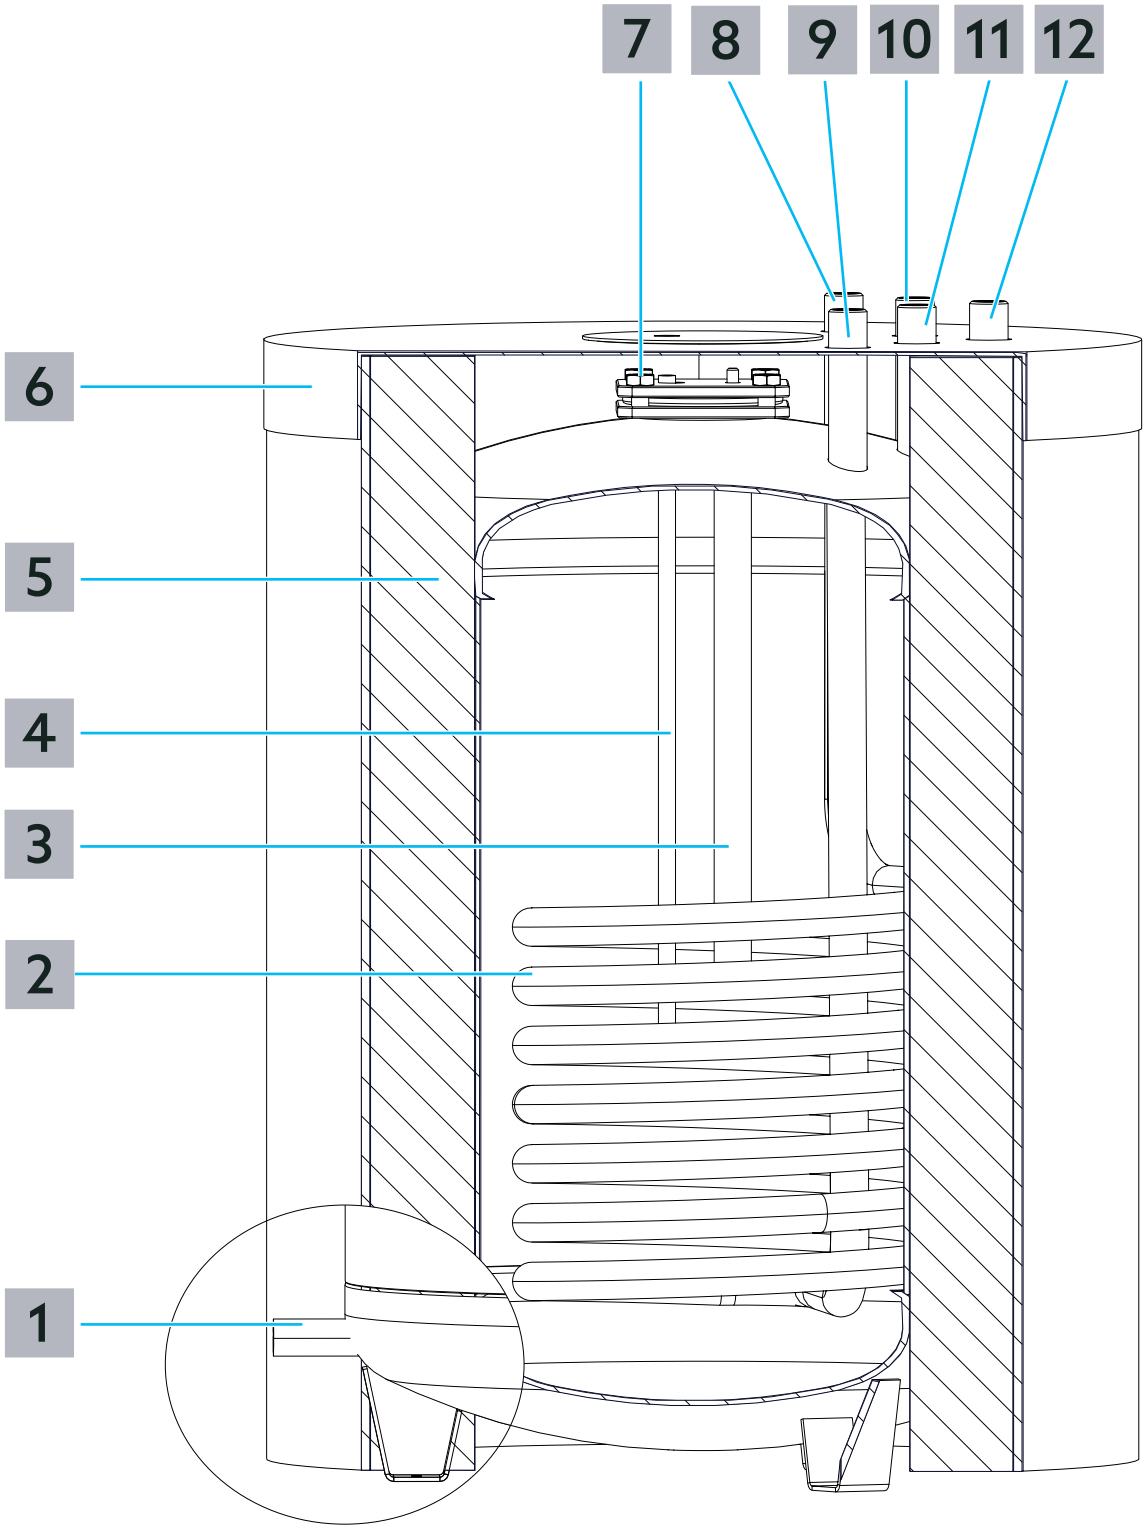
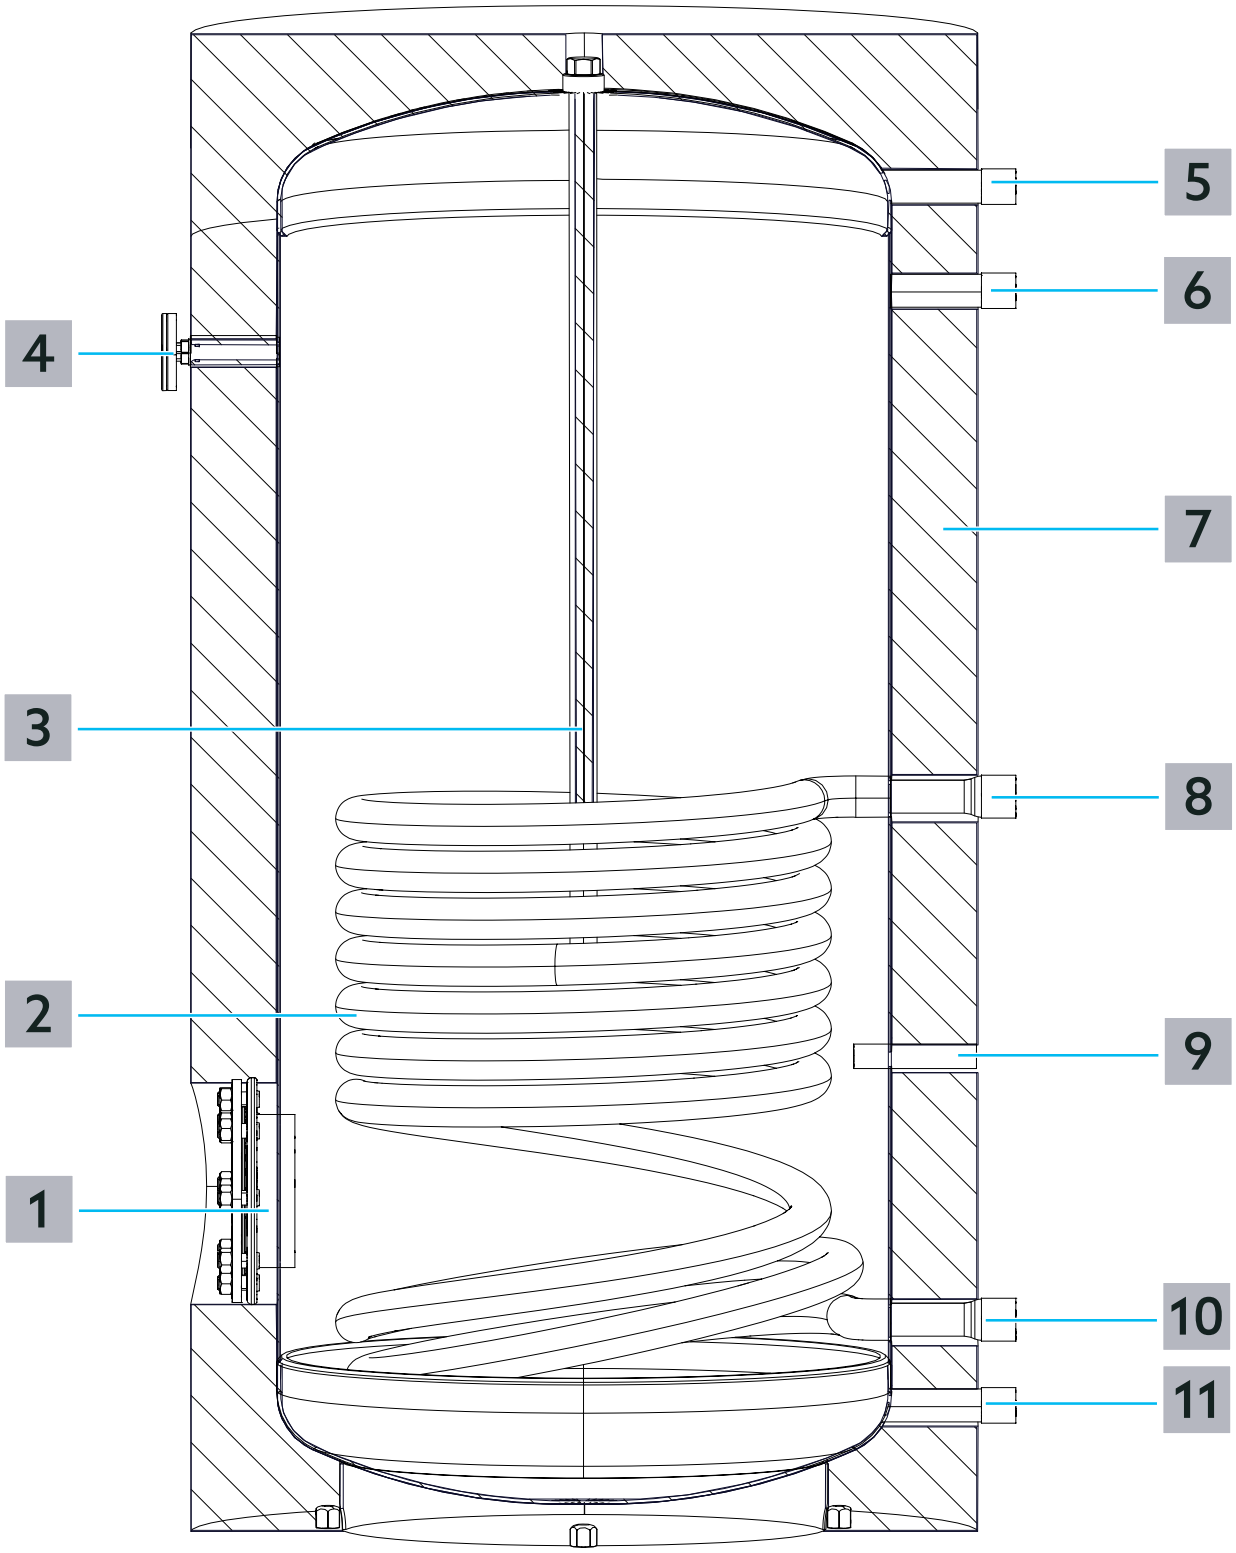

Fig. 1: Construction type 120 et type 160
Fig. 2: Construction type 200
2 Procéder au raccordement de la tuyauterie selon Fig. 1 en page 31 et Fig. 2 en page 33.
La durée de service moyenne d'une anode (voir Fig. 1 en page 31 (3)) est de 2-3 ans.